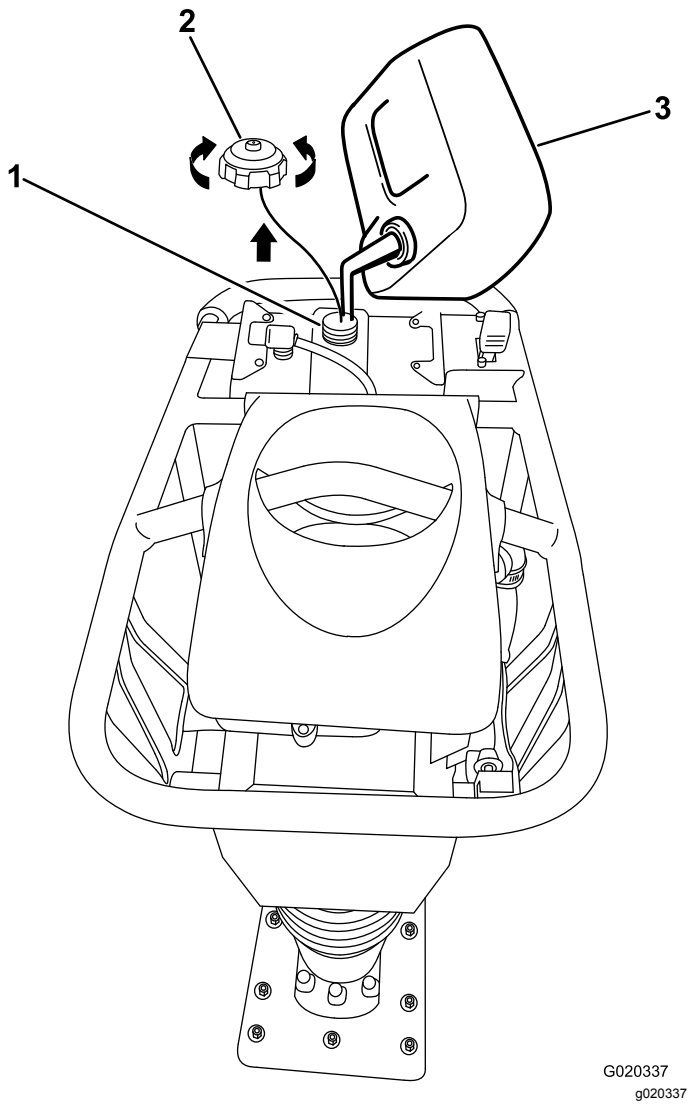

Figura 9
3. Limpie alrededor del tapón del depósito de combustible y retire el tapón (Figura 9).